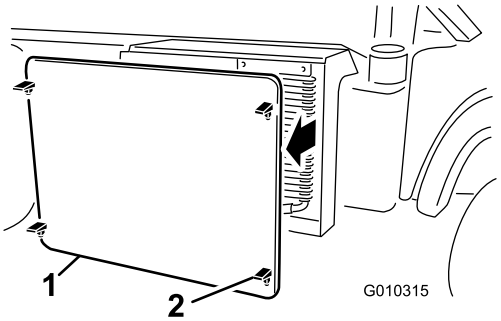

**Figur 58**
2. Løsne og fjern radiatorskjermen fra forsiden av radiatoren (Figur 58).